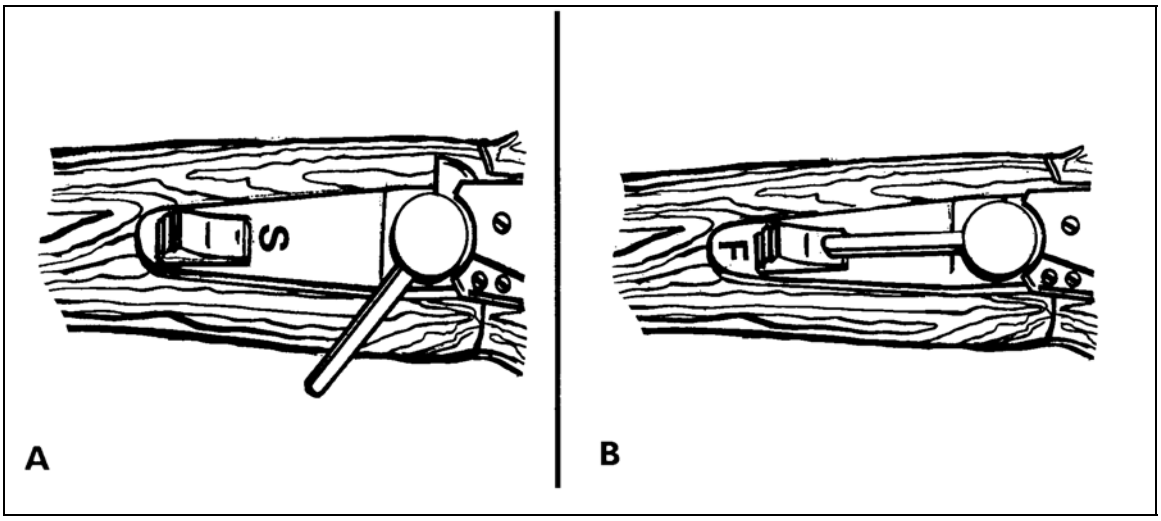

Figure A-5. Safety.
c. **Safety**. To fire the launcher, ensure the safety is positioned forward (A, Figure A-5) with the letter "F" visible near the rear of the safety. It will not fire if the letter "S" is visible. The safety automatically engages when you unlock the barrel locking latch and open the breech (B, Figure A-5).